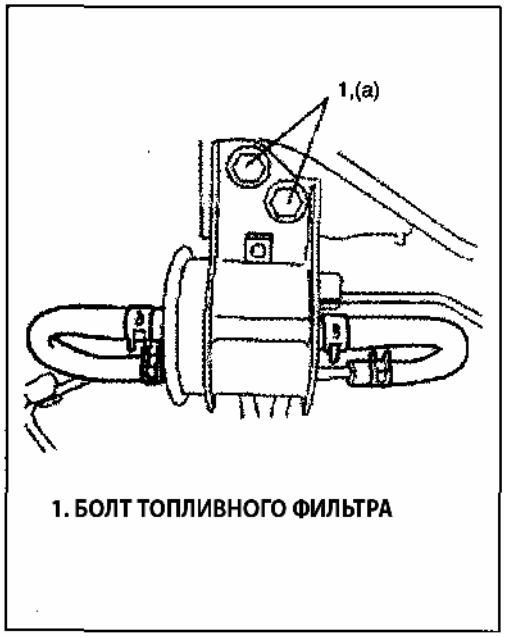

Рис. 324
5) Снимите болты крепления фильтра и снимите топливный фильтр с кронштейна фильтра(Рис.324).